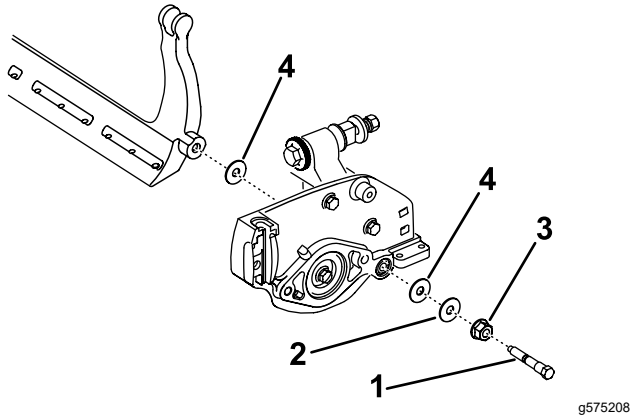

图 19
取下底刀架两端的 2 个尼龙垫圈和 1 个钢垫圈图 19。
3. 将尼龙垫圈放在侧板凸起的一侧。在两个尼龙垫圈的外侧各放一个钢垫圈图 19。